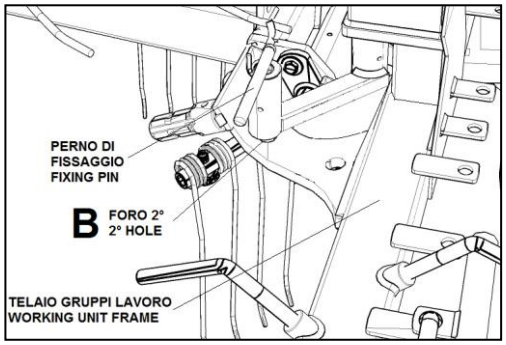

fig.19A
4. **Fig.19A** - Ruotare, in senso antiorario, il telaio gruppi di lavoro fino a che sarà possibile bloccarlo
4. **Fig.19A** - Rotate counterclockwise the working unit frame until that it will be possible to lock